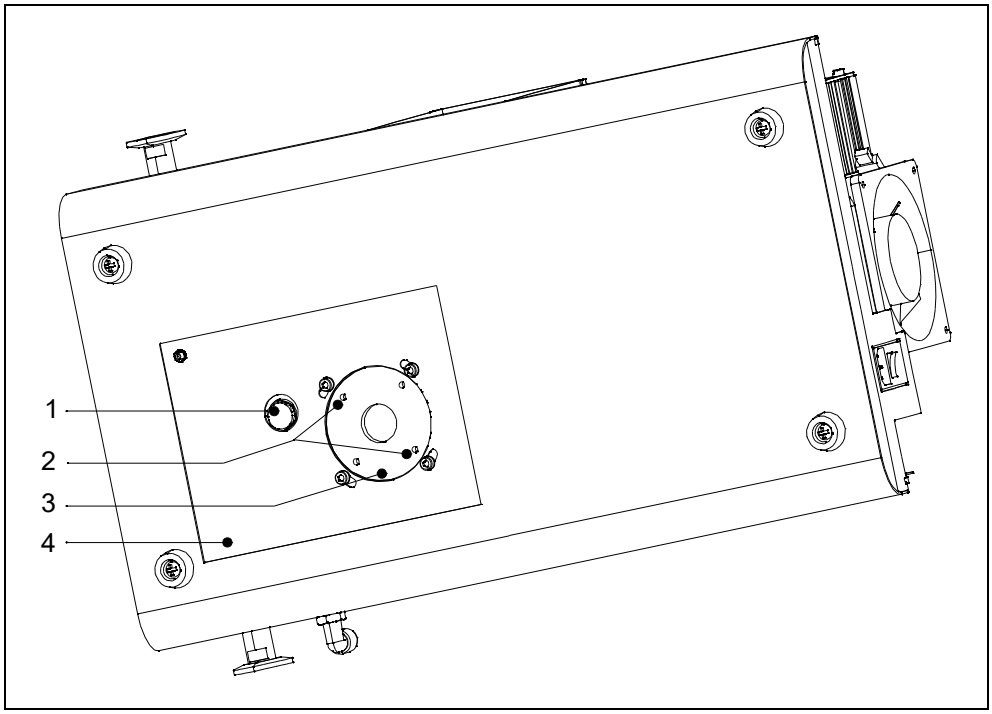

図 7-3 オイルリザーバのカバー
4. **オイルリザーバを交換するために、ターボ分子ポンプ底面のカバーを取り外す必要があります。詳細は図 7-3/3 を参照してください。**